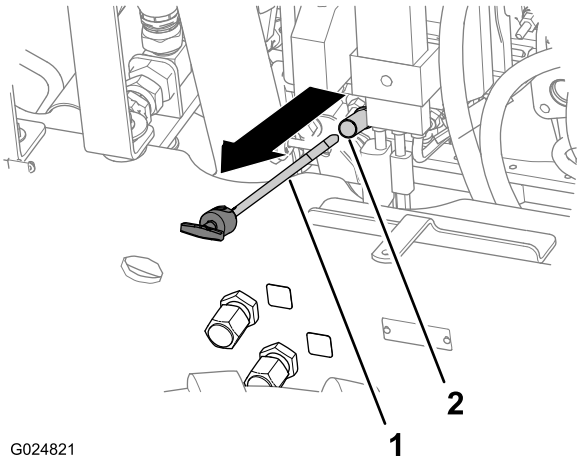

Рисунок 24
4. Выньте измерительный щуп и протрите его чистой тканью (Рисунок 24).
5. Вставьте щуп до упора в трубку, затем извлеките щуп (Рисунок 24).